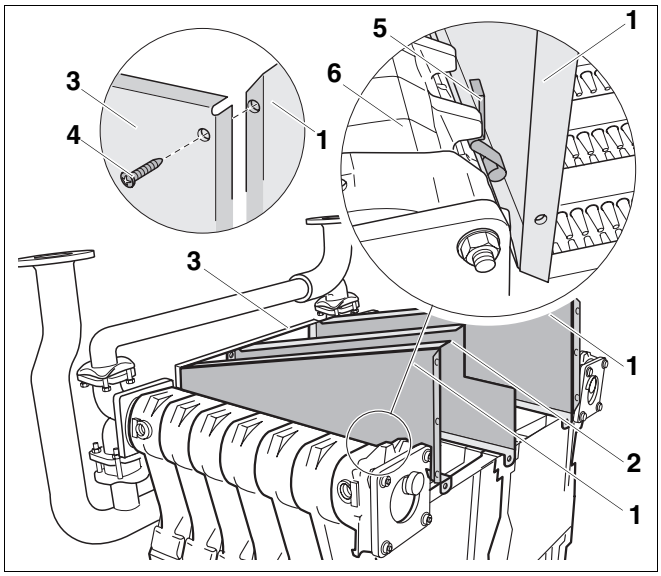

Afb. 37 Zijwanden monteren
- Plaats eerst de ene en nadien de andere zijwand (afb. 37, **pos. 1**) in de geleidingsgroef en schroef ze met schroeven met vlakke kop 3,9 × 9,5 (afb. 37, **pos. 4**) aan de voorwand (afb. 37, **pos. 3**).
- Plaats de clipmoeren M6 (in functie van de grootte van de ketel 5 of 7 stuks) op de betroffen uitsparingen van de zijwanden (afb. 37, **pos. 1**) en van de middenwand (afb. 37, **pos. 2**).
- Schuif de vier veren (afb. 37, **pos. 5,** twee links, twee rechts) tussen de zijwanden (afb. 37, **pos. 1**) en het ketelblok (afb. 37, **pos. 6**).